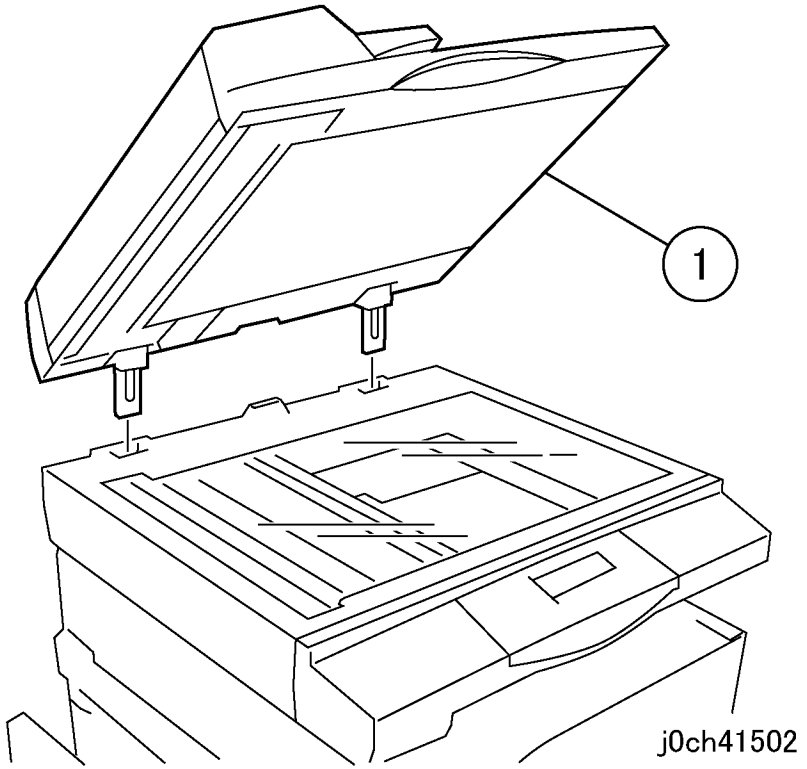

Рисунок 3 Снятие DADF/ADF (j0ch41502)
3. Снимите DADF/ADF (рисунок 3).